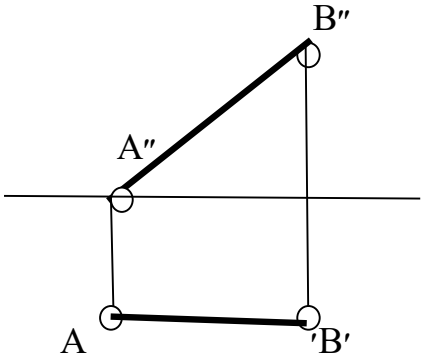

Рис.3.1
2. Так как точка А касается горизонтальной плоскости проекций, то ее фронтальная проекция А ″лежит на оси X (Рис.3.1).